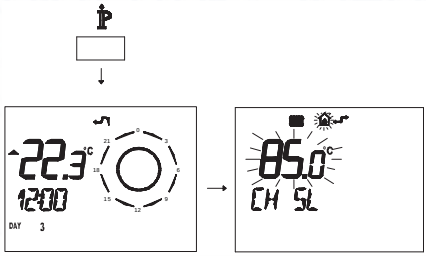

Fig. 7.36
- Press button i for more than 3 seconds to enter in INFO mode (Fig. 7.36).